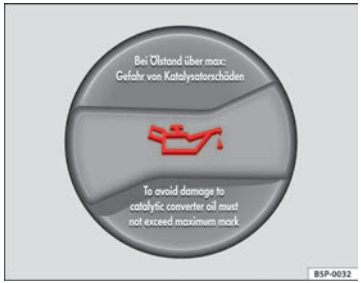

Fig. 126 In the engine compartment: Engine oil filler cap
– Unscrew cap from engine oil filler opening ⇒ Fig. 126.
– As soon as the oil level is in area (B), carefully close the cap.